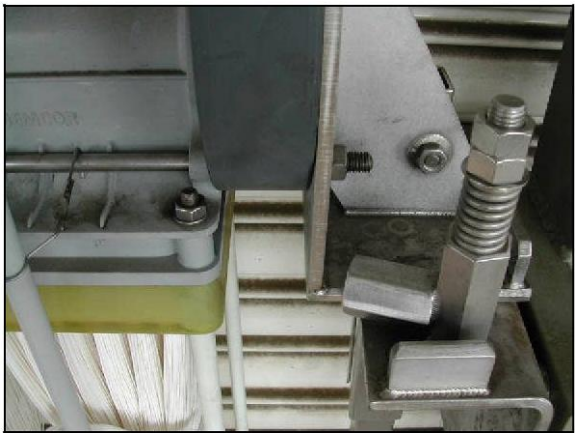

Figura 1: Il meccanismo di bloccaggio del rack.
4. Una volta che la testata rack è abbassata correttamente sul supporto per la manutenzione, fissare la testata rack in posizione utilizzando il sistema di bloccaggio rotante del rack situato sui supporti per il rack. (Vedere Figura 1.)
32. Sbloccare la testata rack dal supporto per la manutenzione. (Vedere Figura 1).